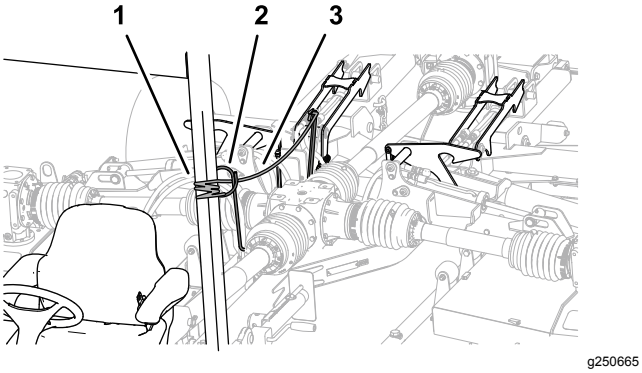

Figur 28
1. Dra däcklåslinan från slangstyrningen mot förarsätet (Figur 28).
2. Bind fast linan vid släpfordonets fasta chassikomponent, t.ex. vältskyddsröret (Figur 28).